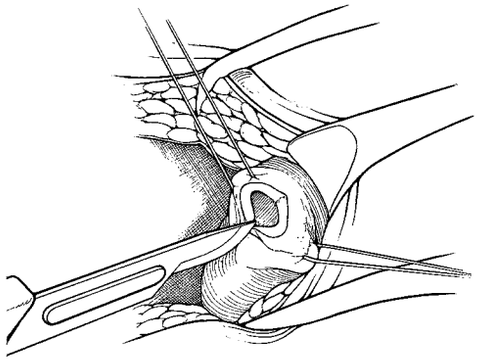

Figure 4-4. Make Corporotomy
6. Make an incision into one of the corpora cavernosa **(Figure 4-4).**